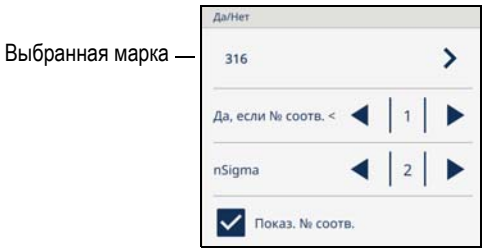

Рис. 2-63 Эталонная марка для анализа Да/Нет
5. Щелкните на стрелке Вправо или Влево рядом с **Да, если № соотв. <** и **nSigma** для установки границ принятия/отбраковки [Да/Нет] (см. Рис. 2-63 на стр. 73).